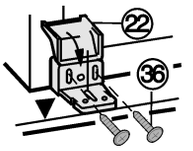

Fig. 29
- ▶ Screw plastic bracket *Fig. 29 (22)* onto the handle side of the appliance with M5 screws *Fig. 29 (36)*.
- ▶ Align the plastic bracket *Fig. 29 (22)* so as to be flush with the front edge of the unit floor.